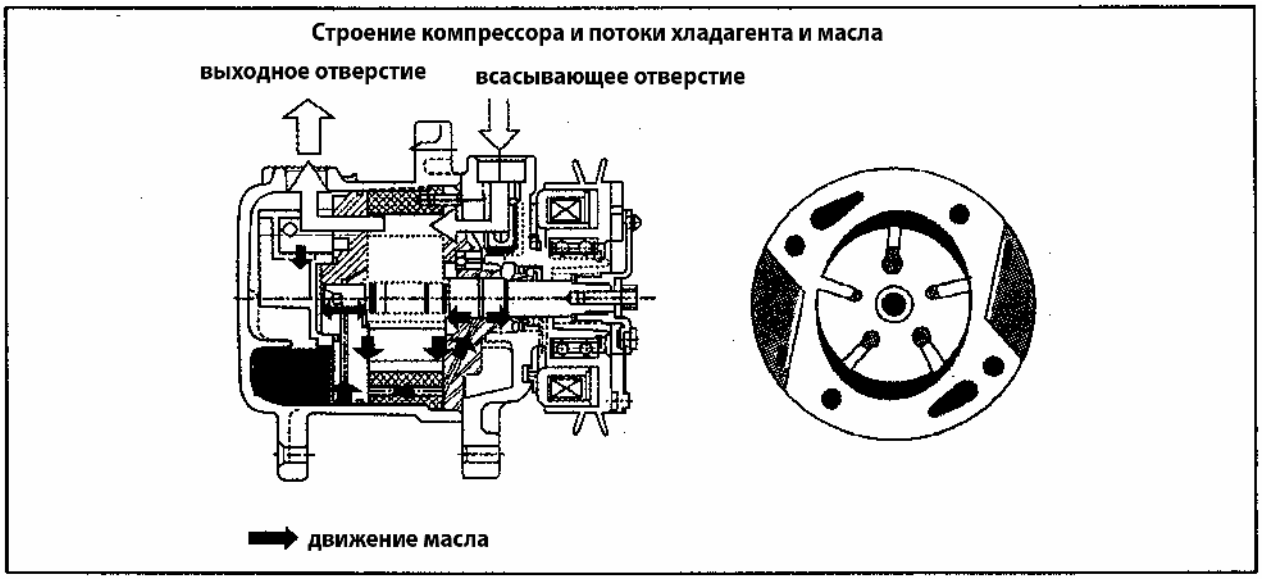

Рис. 774
**Направление движения масла показано на рисунке (Рис. 774)**